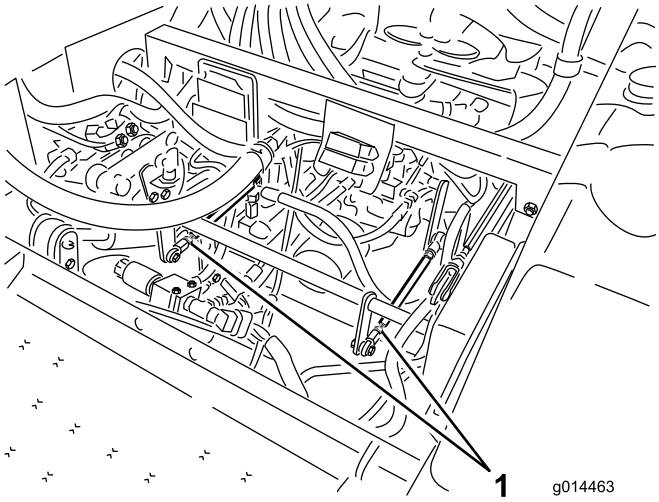

Figur 50
- Om vänster bakhjul snurrar ska du lossa på kontramuttrarna på transmissionens vänstra reglagestång (Figur 50).